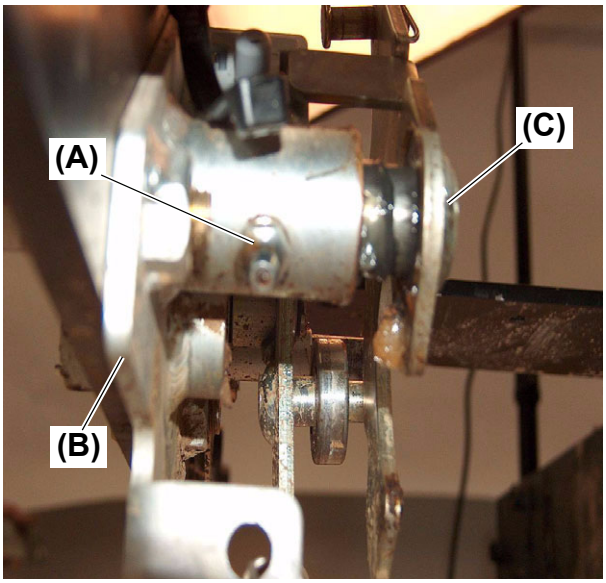

Fig. 6
9. Loosen the grease fitting **(Fig. 6, (A))** from the pedal fulcrum **(Fig. 6, (B))**.
- The grease fitting does not need to be removed to extract the Hydro Static Transmission (HST) arm from the pedal fulcrum. Remove the Hydro Static Transmission (HST) arm **(Fig. 6, (C))**.